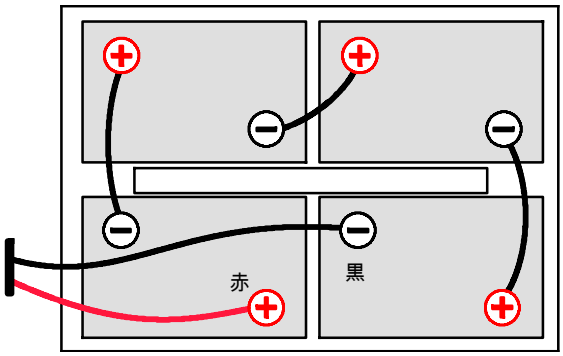

図　3
3. 供給されたバッテリーポストブーツを使用し、赤をプラス（＋）側、黒をマイナス（－）側にしてケーブルをバッテリーポストに接続します（図3）。